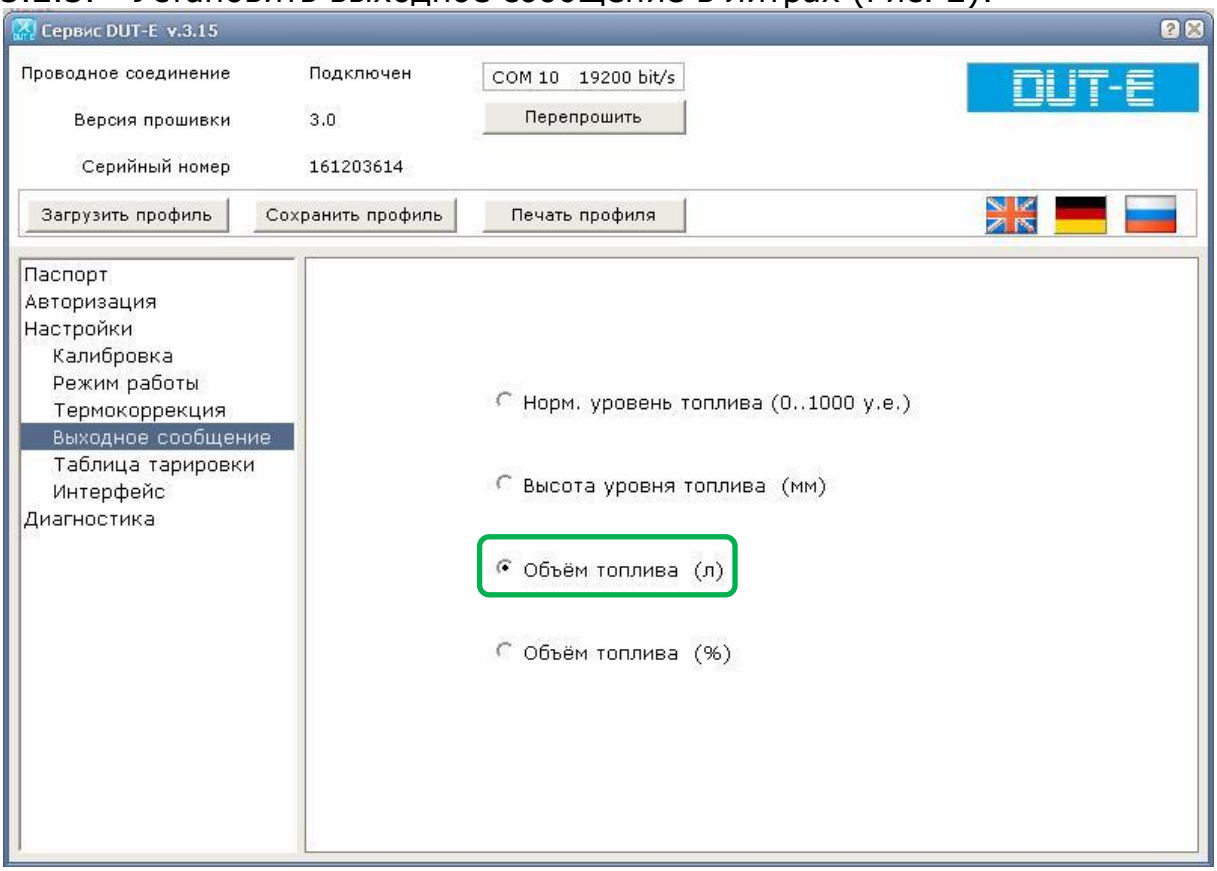

Рисунок 2
3.2.2. Установить режим автоматической выдачи параметров Выкл (Рис. 2):
3.2.3. Установить выходное сообщение в литрах (Рис. 2):